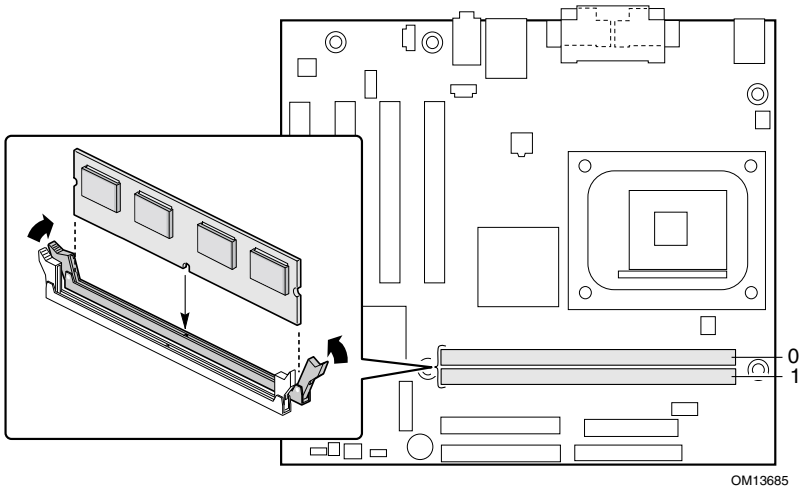

Figure 7. Installing a DDR SDRAM DIMM
Desktop Boards D845GLLY and D845GLAD have two DIMM sockets arranged as banks 0 and 1, as shown in Figure 7. If installing a single DIMM, install it in bank 0.
3. Remove the computer’s cover and locate the DIMM sockets (see Figure 7).
5. Position the DIMM above the socket. Align the two small notches in the bottom edge of the DIMM with the keys in the socket (see inset in Figure 7).